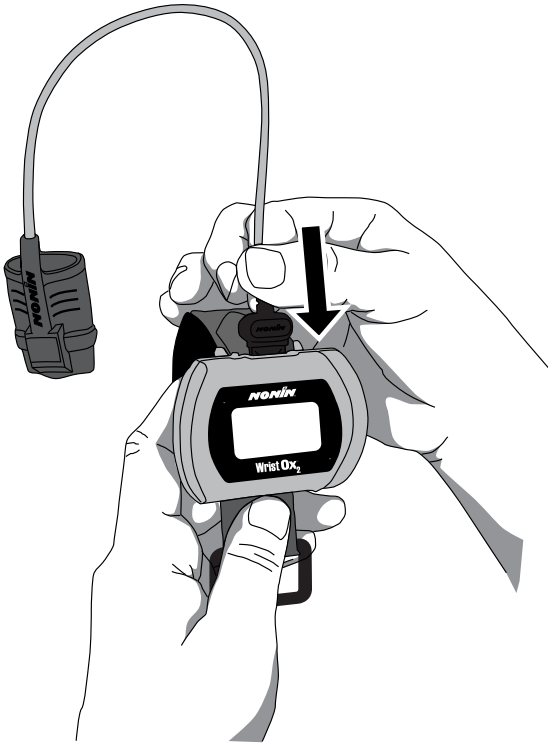

Afbeelding 12: Sensor bevestigen
1. Steek de sensoraansluiting in de sensorpoort aan de bovenkant van het hulpmiddel (Afbeelding 12). Het Nonin-logo op de sensoraansluiting moet naar de voorkant van het hulpmiddel gericht zijn.